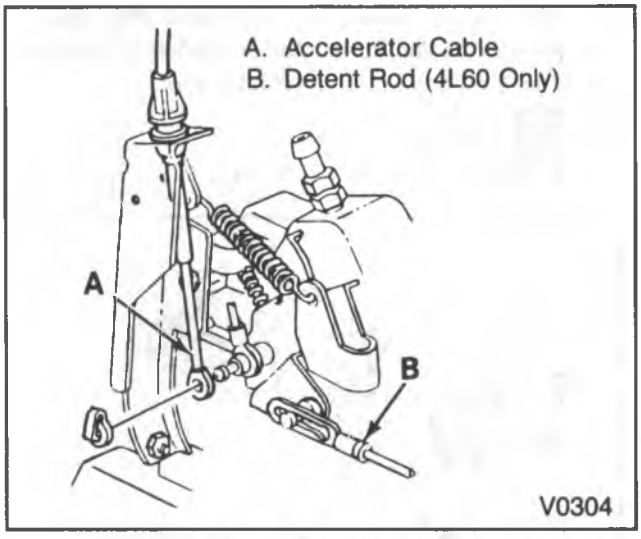

Figure 9—Accelerator Linkage
Remove or Disconnect (Figures 9, 10 and 11)
4. Accelerator cable at the injection pump (figure 9).